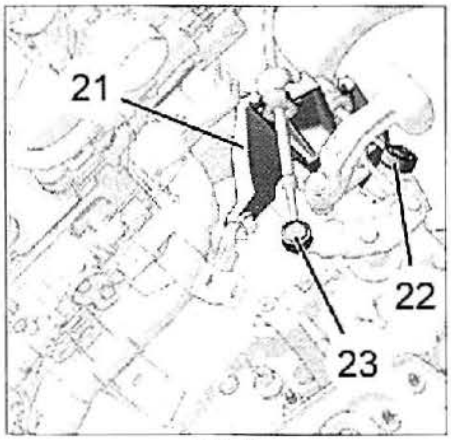

FIG. 6
• Separar **(fig. 6):**
- la rótula (23) con el extractor de rótulas ref. 9040-TG2.
- la rótula (22) con el extractor de rótulas ref. 9040-TG2, apretando en el centro.